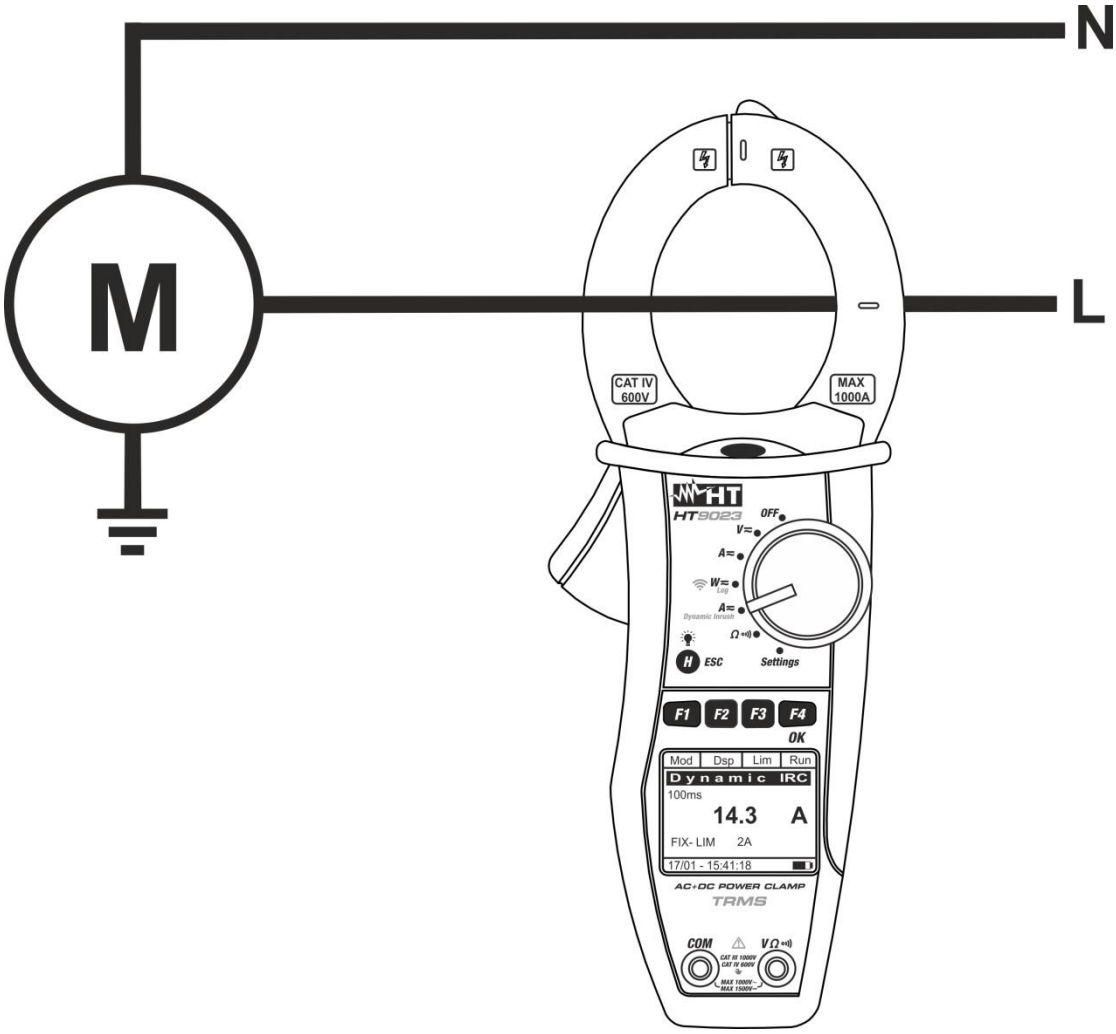

Fig. 11: Medição de Corrente de Pico (Dynamic Inrush)
7. Inserir o cabo no interior do toróide, no centro do mesmo, para obter medições precisas (ver Fig. 11). Utilizar as marcas existentes como referência (ver Fig. 2)